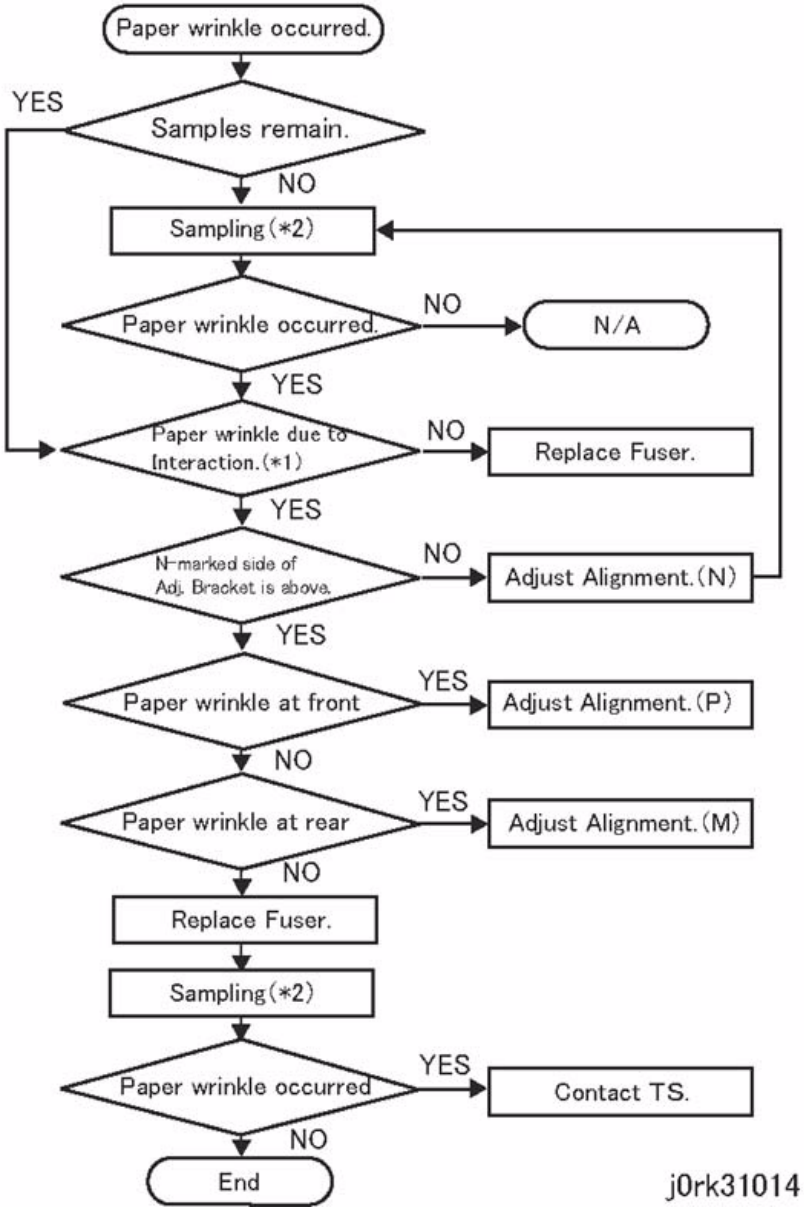

Figure 7 Wrinkle Flowchart
4. Flowchart for Use of the Alignment Adjusting Bracket (Figure 7).